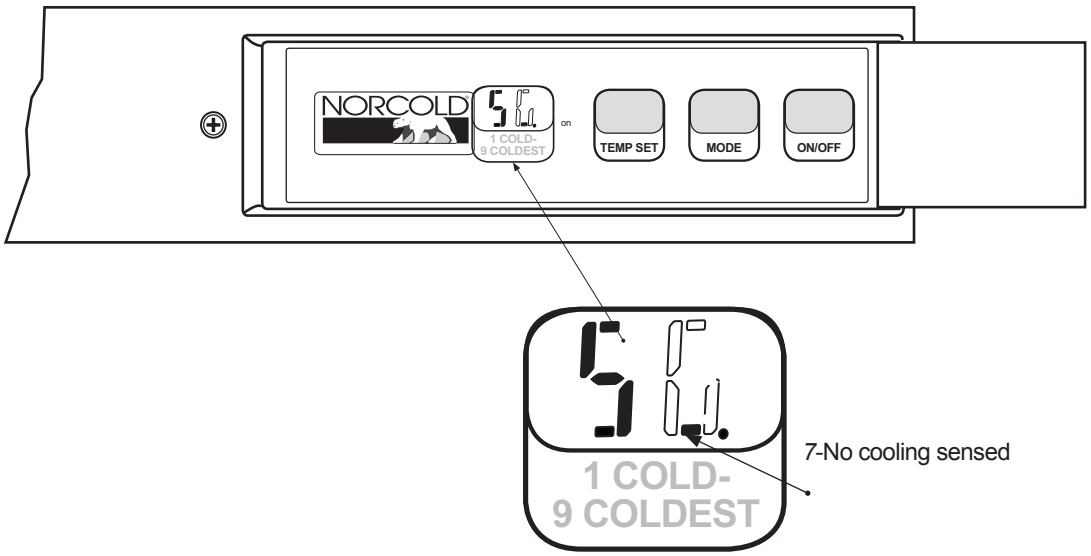

Figure 8-2. —Diagnostic screen 5, segment 7, no cooling sensed.
If fin temperature remains above 50 degrees Fahrenheit (10 degrees Celsius), the cooling system monitoring records the fault in non volatile memory. Figure 8-2 illustrates the fault segment that appears in diagnostic mode screen 5. See Section 9 for ***Diagnostics*** information.
- ↘ No cooling fault code stored in Diagnostics, screen 5. See Figure 8-2, page 63.